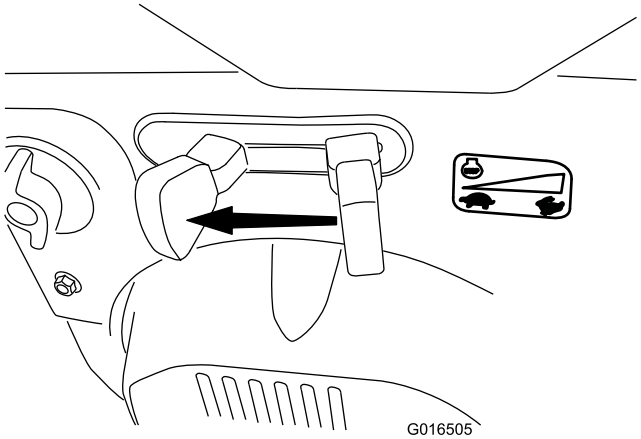

Rysunek 31
1. Ustaw przepustnicę w pozycji Wolno, a następnie w pozycji Stop (Rysunek 31), aby wyłączyć silnik. Silnik może być również zatrzymany poprzez przestawienie kluczyka zapłonu do pozycji środkowej.